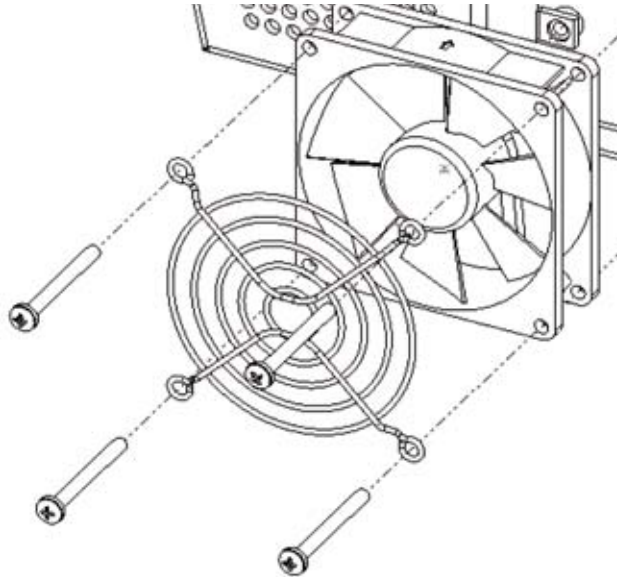

Bild 32: Lüfterabdeckung entnehmen
- » Lüfter lässt sich zusammen mit Abdeckung entnehmen (siehe Bild 32).Reinigen Sie den Lüfter mit einer weichen Bürste, oder einem feuchten Tuch.